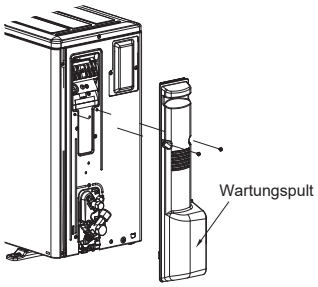

Fig. 4-3
4.3. Kältemittelrohrleitung (Fig. 4-3)